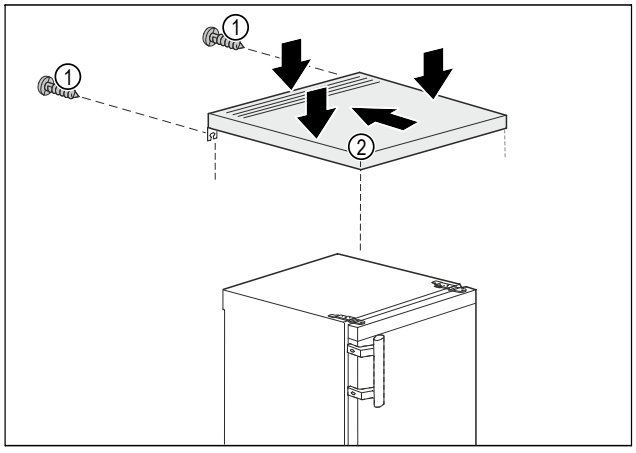

*Fig. 4*
- ▶ Așezațiplaca mesei *Fig. 4 (2)* pe aparat.
- ▶ Împingeți placa mesei *Fig. 4 (2)* în spate.
- ▶ Apăsați în jos placa mesei *Fig. 4 (2)* în spate.
- ▶ Înșurubați ferm șuruburile *Fig. 4 (1)* pe partea posterioară.
- ▷ Placa mesei *Fig. 4 (2)* este montată.